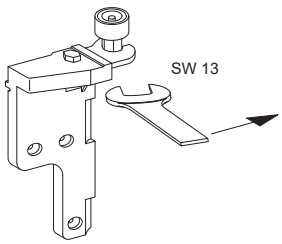

Рис.3 Направляющий ролик установите в опорную пластину и затяните рожковым ключом SW13
C Направляющий ролик (6) установите в опорную пластину угловой опоры D (8) и угловой опоры (15) и затяните рожковым ключом SW13, см.рис.3.